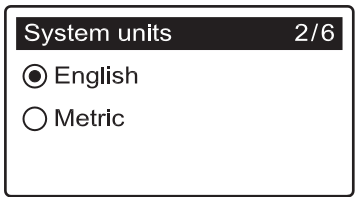

FIG. 3
3. **SYSTEM UNITS** Press the DOWN (▼) or UP (▲) buttons to highlight the desired units (See Figure 3).